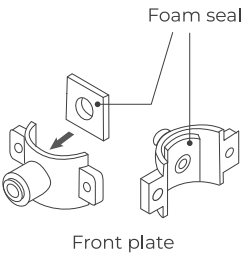

Figure 8
1. Stick the foam seal on the front plate of the drain saddle. Ensure that the hole of the foam seal is aligned with the hole of the front plate **(Figure 8)**.